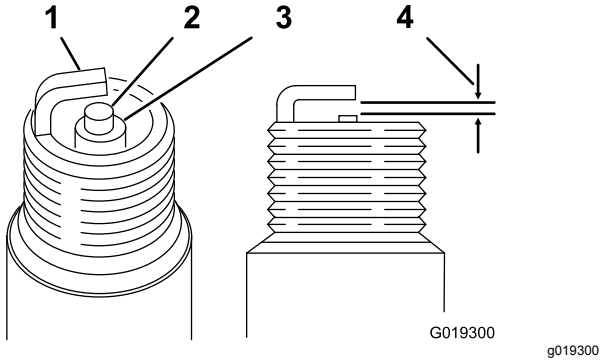

Figur 44
5. For hver tennplugg, angi åpningen mellom elektroden i midten og elektroden på siden til 0,76 mm, se Figur 44. Monter hver av de riktig innstilte tennpluggene med en pakning og stram pluggen til 22 N·m.